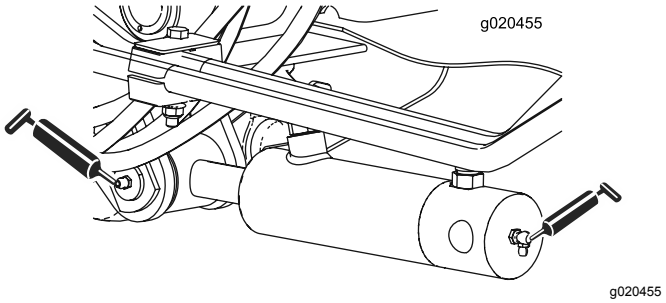

Figuur 71
- 2 lagerbussen van cilinder van hefarm (2 aan elke kant) (Figuur 71)